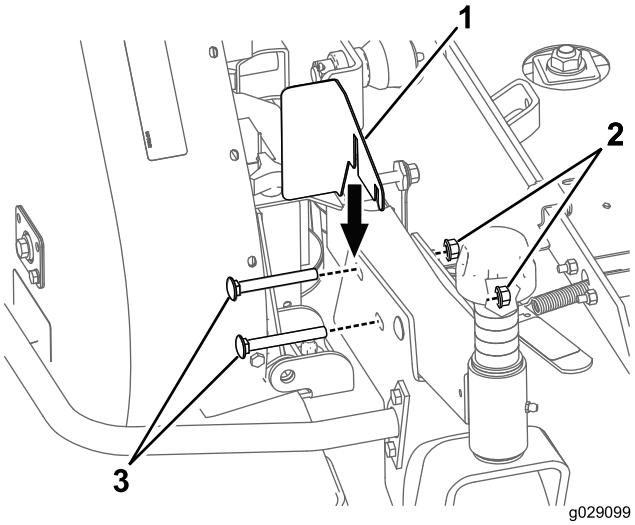

Figura 26
2. Instale a proteção da polia na máquina (Figura 26).